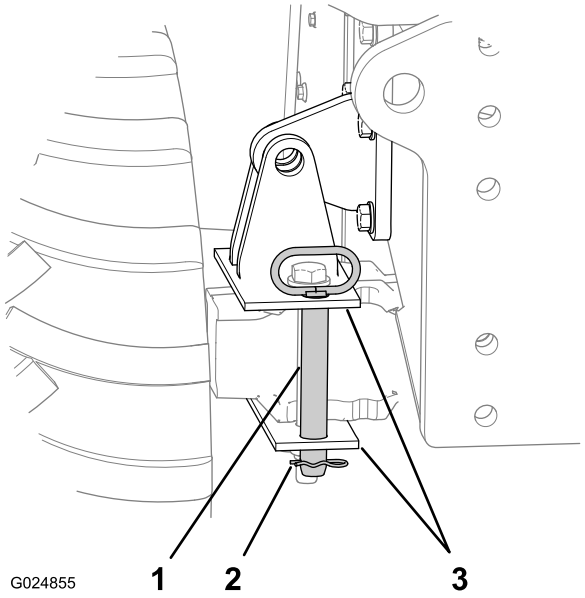

Figure 50
2. Retirez la goupille fendue de la goupille de verrouillage d'inclinaison (Figure 50).
1. Insérez la goupille de verrouillage d'inclinaison dans les trous verticaux du support de verrouillage d'essieu (Figure 50).
2. Fixez la goupille au support de verrouillage avec la goupille fendue (Figure 50).